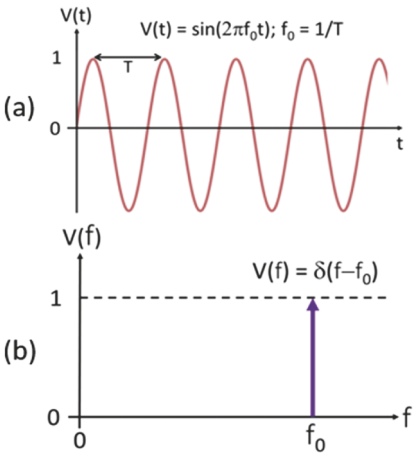

**FIGURE 4.29** Time and frequency domain representations of a pure sine wave.
*For deeper understanding:* This sidebar may at first seem esoteric, but in fact it reinforces some very important points about frequency spectra. If you are a 'hi-fi' stereo buff, you will undoubtedly run across 'total harmonic distortion' to describe the quality of an amplifier. It is worth discussing in the context of Fourier analysis. Figure 4.29 says that a pure sine wave has only one frequency component. However, *an imperfect sine wave MUST have other harmonics in order to make up that 'new' waveform that isn't a perfect sine wave*. By just looking at the waveform, your eyes may not be able to tell that it isn't perfect, but the spectrum will have harmonics in it. That is called 'harmonic distortion,' and adding up the power in all of the frequency components gives the 'total harmonic distortion,' THD. If an amplifier has a sine wave as an input, and the output is a perfect sine wave, then its THD will be 0%, which is basically impossible. My prized NAD 7600 has a THD of 0.03% at up to 150 watts of output power. This is a very low value for a lot of power, where 0.5% is more common. That means that my NAD reproduces the music faithfully with little distortion, even when played loudly.
If the function is a **pure** (i.e., perfect) sine wave with frequency $f_0$, then the only frequency component needed to form that waveform is a sine wave at $f_0$, i.e., $\sin(2\pi f_0 t)$. Figure 4.29 shows both the time domain representation and frequency spectrum of a pure sine wave. Mathematically, to form a true Fourier transform, we also need to add to it another component of negative amplitude and frequency at $-f_0$. The negative frequencies are a mathematical artifact that does not hinder our understanding of time-domain signals in the frequency domain. For now, they just come along for the ride, and we choose to not show them. As mentioned above, the frequency spectrum shown on a spectrum analyzer does not include negative frequencies. So, for our purposes, a sine wave is represented by a single delta function at $f_0$.